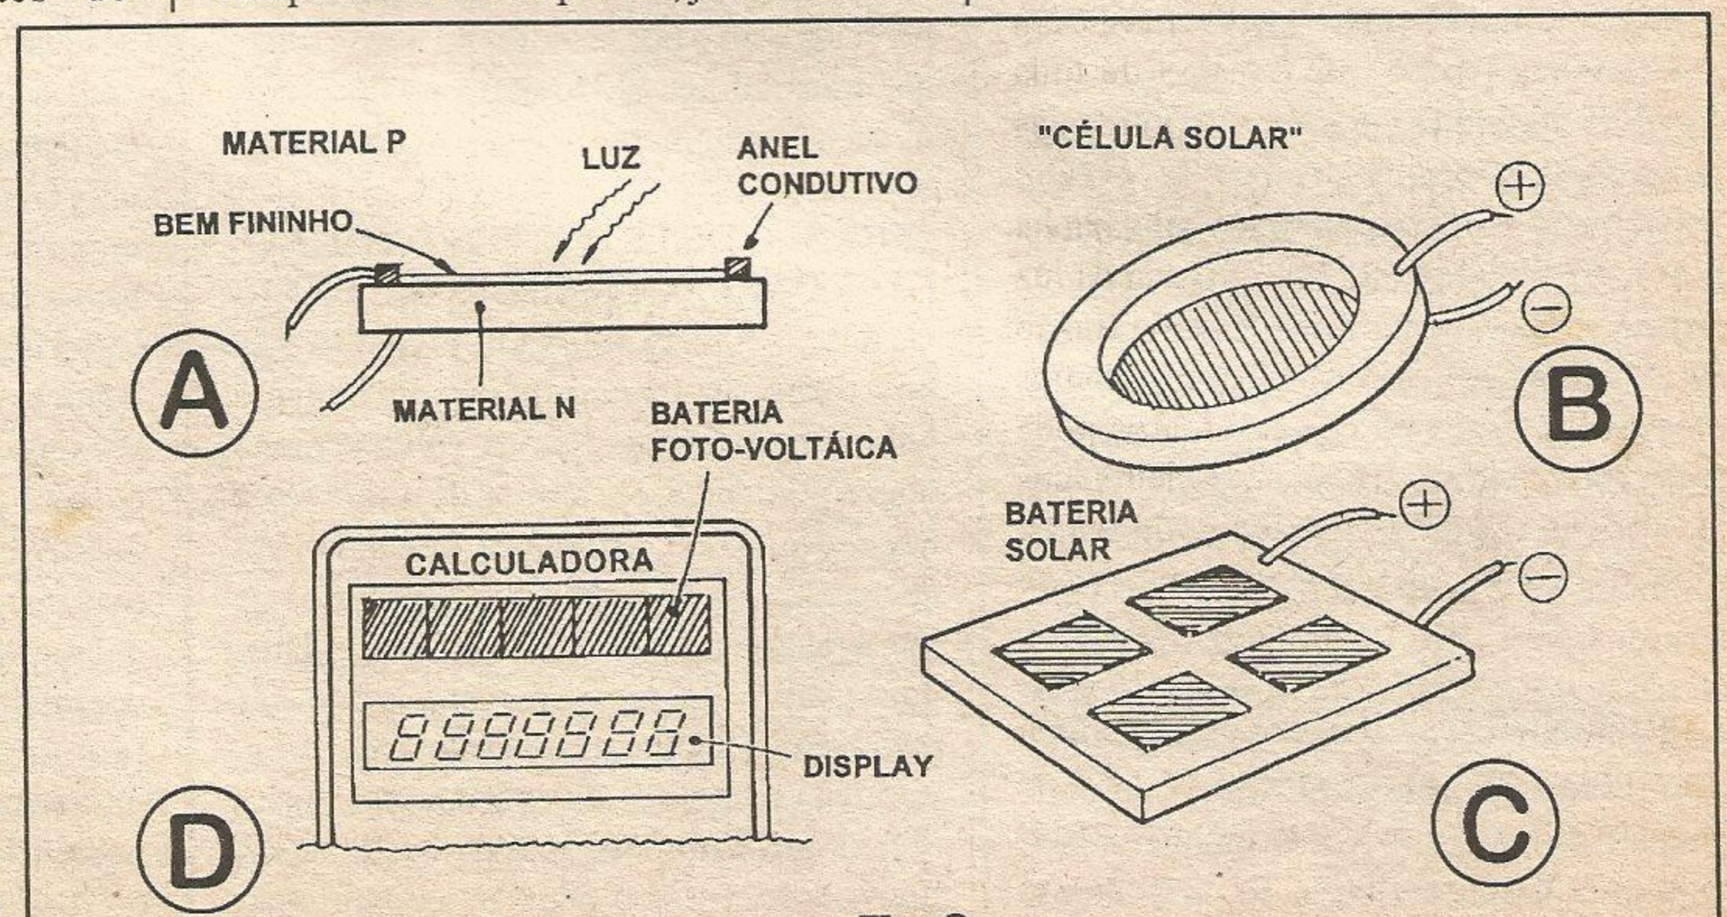

Fig. 6
**- FIG. 6 - OS "GERADORES" FOTOVOLTAICOS, NA PRÁTICA... -** Um dos maiores problemas práticos e técnicos com os quais os fabricantes de componentes detetores ou "geradores" fotovoltaicos se defrontam, é que a eficiência das células solares depende, diretamente (em termos de corrente capaz de fornecer - e também da tensão máxima estabelecida na barreira de potencial...), da *quantidade* de luz que atinge a junção semicondutora... Um problema inerente ao já citado é que a própria *área* da junção (região de deplexão...) resulta também em maior ou menor rendimento (na medida em que a tal área seja maior ou menor...). É aí que acontece o *porém*: os materiais semicondutores utilizados ) após as *dopagens*, para compor a pastilha (silício, germânio, selênio, e outros...) *não são transparentes*, e assim a luz encontra grande dificuldade em atingir plenamente a junção (e se isso *não ocorrer*, não haverá geração de energia elétrica proporcional, nem aproveitável para simples detecção, nem - muito menos - para aproveitamento direto da energia...). A solução encontrada é fazer pelo menos um dos dois materiais *extremamente fino* (e isso é mais fácil de dizer do que de *fazer*, a nível industrial...), conforme visto em A... Assim, mesmo que pouco transparente, devido a reduzidíssima espessura da camada, a luz tem como penetrar e atingir a junção semicondutora, promovendo a geração de energia elétrica, conforme explicado... Essa sofisticada tecnologia resultou em diversos componentes de uso prático, já verdadeiras *células solares* aplicáveis como geradores de energia elétrica, como vemos em **B** e em **C**... Para que o componente já venha *reforçado* - em termos de energia *fornecível* - é comum que os fabricantes os agrupem sobre placas múltiplas, contendo muitas células solares individuais, compondo o que se convencionou chamar de *bateria solar*... Sob luminosidade intensa, arranjos como o exemplificado em **C** (alguns formados por muitas centenas, e até milhares, de células...) podem apresentar em seus terminais finais, tensões consideráveis, capazes de estabelecer correntes também relativamente altas, sobre as cargas que usarão a energia gerada...! Um exemplo típico (muitos dos caros leitores/*alunos* já devem ter visto...) está em algumas das modernas calculadoras eletrônicas de bolso, *que não precisam de pilhas*... Conforme vemos em **D**, tais calculadoras apresentam (geralmente logo acima do *display*) uma pequena bateria fotovoltaica, formada por 4 ou 5 células individuais... Tal bateria supre todas as necessidades energéticas dos circuitos internos da calculadora... É importante notar, contudo, que esses dispositivos portáteis *nunca* usam *displays* numéricos a LEDs (que consumiriam correntes muito elevadas para as capacidades da bateria solar...), mas sim a cristal líquido (que podem operar perfeitamente sob correntes irrisórias, até na casa dos pico-ampéres...!).